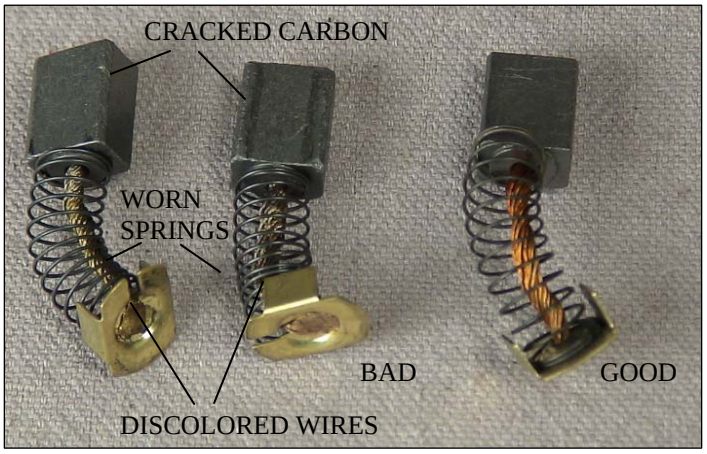

Figure 10. Brushes (shown removed)
19) Remove the four brushes from the motor and inspect them. See figure 10 on page 17. Indications of a bad brush include broken springs, cracked carbon, black or discolored wire, and black or discolored contacts.